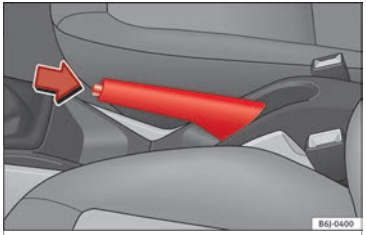

Fig. 132 Handbrake between the front seats.
– Pull the handbrake lever up firmly ››› Fig. 132.
– Pull the lever up slightly and press the release knob in the direction of the arrow ››› Fig. 132 and guide the handbrake lever down fully ››› ⚠.